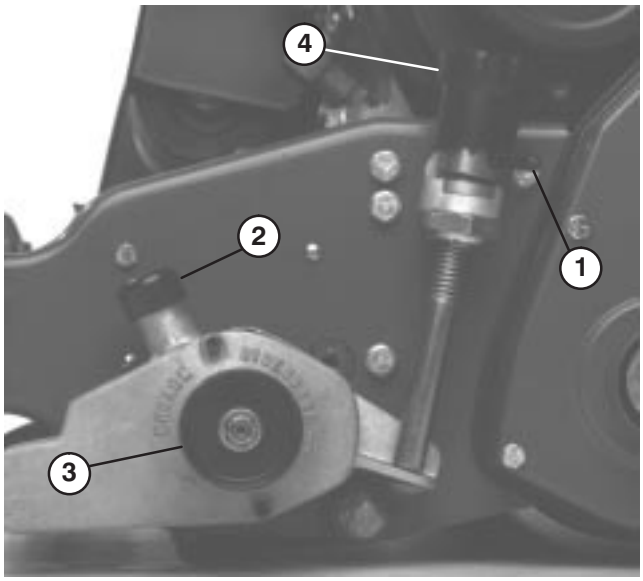

Figure 14
24. Reinstall reel drive cover to sideplate with (4) capscrews previously removed.
25. Check the assembly. Rotate both quick up levers to raise the grooming reel into the transport position (Fig. 14). Hold the clutch snubber down and rotate the clutch knob clockwise to disengage the clutch (Fig. 14). Correct any problems and recheck assembly.
26. Using a hand pump grease gun, lubricate the (2) grooming reel shaft bearings (one on each end). Pump only 2−3 pumps maximum to avoid permanently damaging the grease seals.